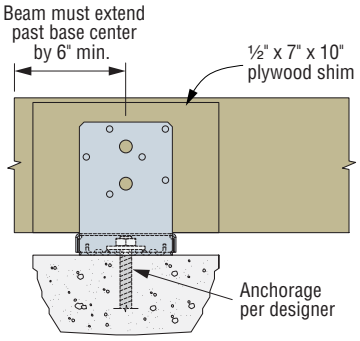

Figure 4 — ABU with Beam Installation
h. For applications involving the use of a post base to support a wood beam, refer to p. 68. (Figure 4)